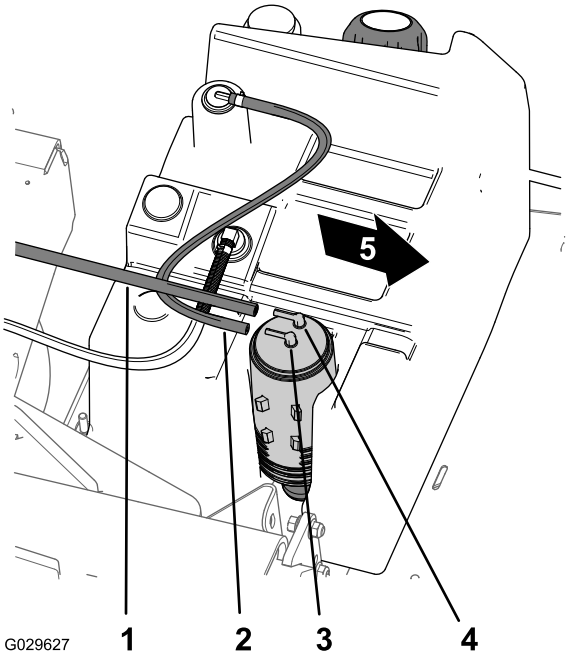

Figura 53
1. Rimuovete il flessibile di aspirazione dal raccordo sul canister a carboni attivi contrassegnato con Purge (spurgo) (Figura 53).
2. Rimuovete il flessibile del serbatoio del carburante dal raccordo sul canister a carboni attivi contrassegnato con Fuel Tank (serbatoio del carburante) (Figura 53).
8. Montate il flessibile di aspirazione sul raccordo sul canister a carboni attivi contrassegnato con Purge e il flessibile del serbatoio del carburante sul raccordo contrassegnato con Fuel Tank (Figura 53).